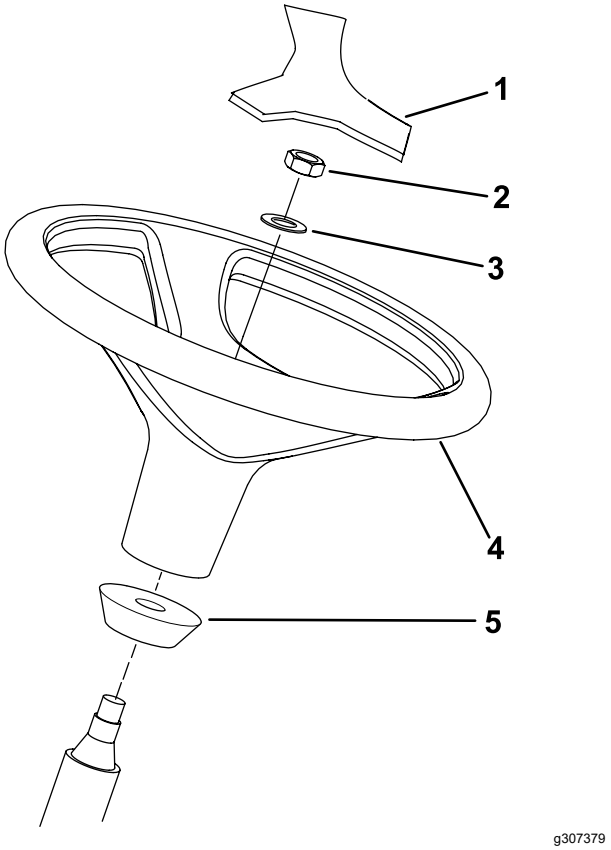

Figur 13
1. Tag rattet ud af det understøttende forsendelsesmateriale (Figur 13).
Bemærk: Kontroller, at skumkraven forbliver på rataksl en (Figur 13).
3. Skub rattet og skiven på rataksl en (Figur 13).
5. Monter dækslet på rattet (Figur 13).